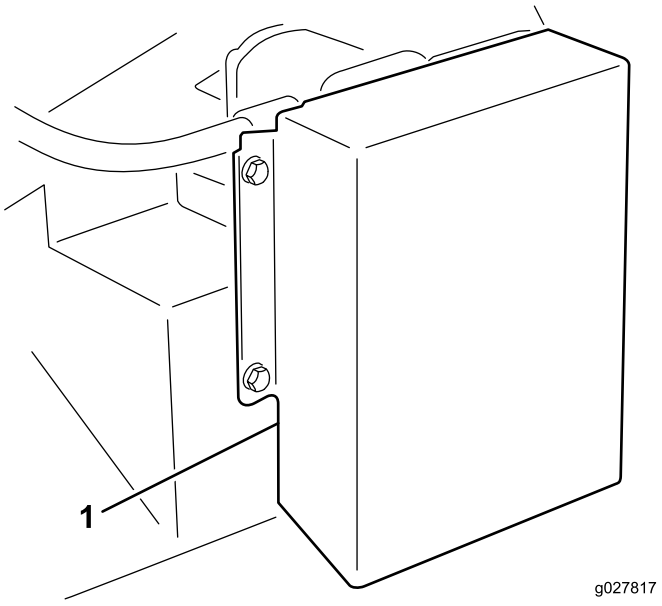

图9
1. 卸下将马达罩固定到滚刷盘架的紧固件（图9）。取下马达罩。
2. 在滚刷盘架的背面，旋松将皮带张紧器固定到滚刷盘架的螺栓（图 9）。
3. 卸下将张紧器导板固定到驱动器安装座的螺栓和螺母（图 9）。螺栓卸下后，皮带张紧力将会释放。